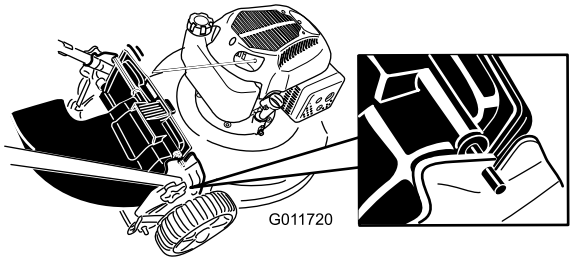

Figuur 18
4. Steek de stang op de afvoergeleider in de inkepingen op de machine (Figuur 18).